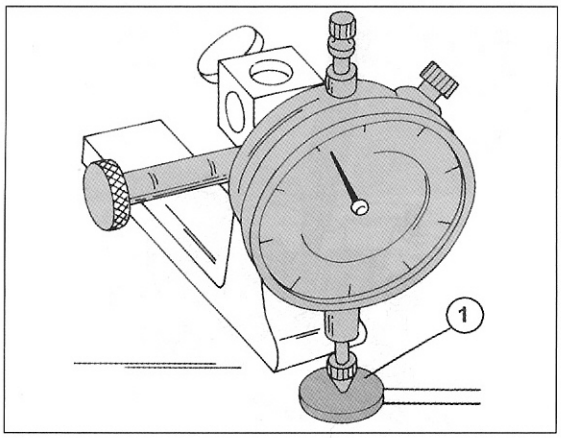

Bild 94
- Die Stärke der Einstellscheibe an der Unterseite kontrollieren und aufschreiben. Besser ist es jedoch, wenn man sie in der in Bild 94 gezeigten Weise ausmisst, da sie sich abgenutzt haben kann. Messuhr und Scheibe müssen aber auf einer plan geschliffenen Fläche aufgesetzt werden.